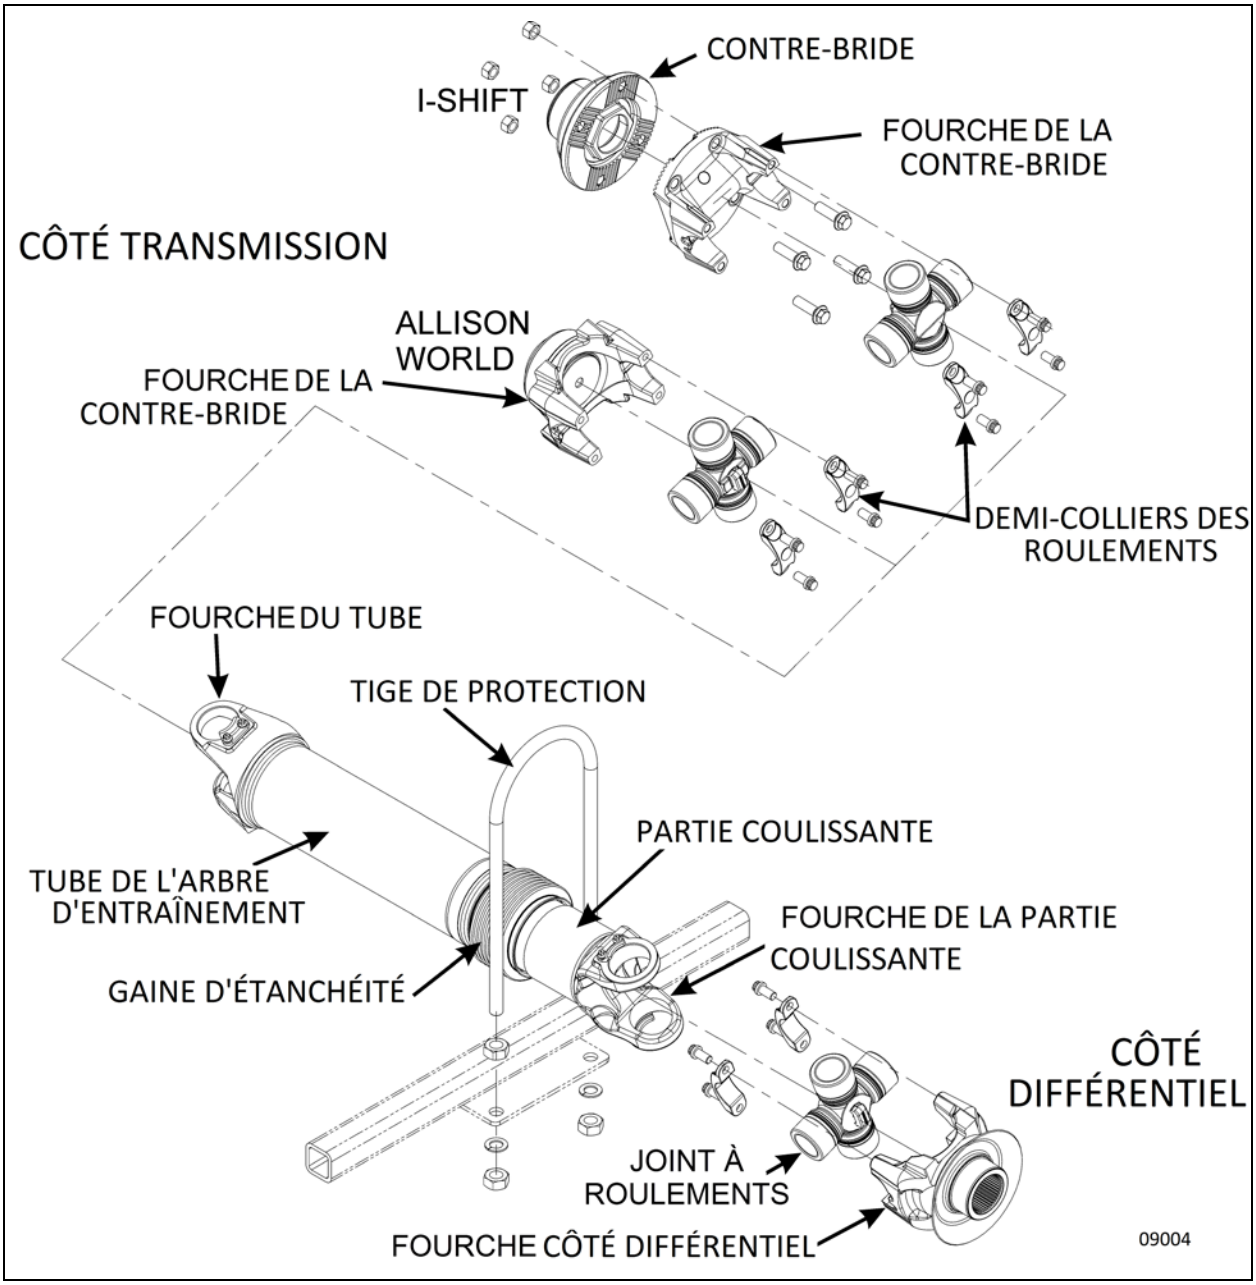

FIGURE 1: ASSEMBLAGE D'ARBRE DE TRANSMISSION (typique)
L'arbre de transmission transmet la puissance de la boîte de vitesses au différentiel (**FIGURE 1**). Se reporter au paragraphe 6. Se reporter à « SPÉCIFICATIONS » à la fin de cette section pour plus de détails. L'arbre de transmission est de marque Dana Spicer de type Life série SPL250 avec arbres tubulaires. Il est équipé de deux joints universels (à roulements) pour service intensif (**FIGURE 1**).
- **Toutes les pièces de fixation des joints universels (pièces de fixations et boulonnerie, languettes de fixation à ressort et vis) doivent être démontées et remplacées en utilisant des pièces de qualité OEM.** (FIGURE 1 & Figure 2).